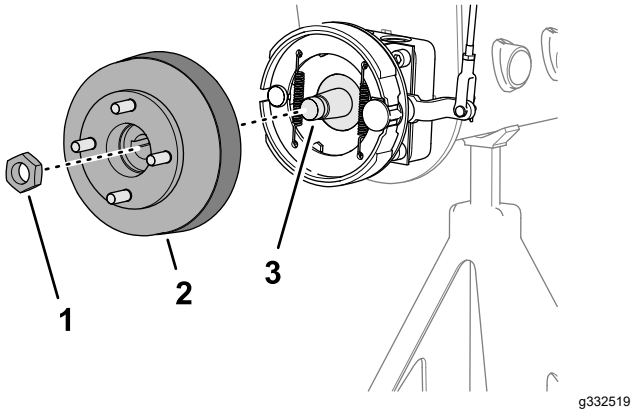
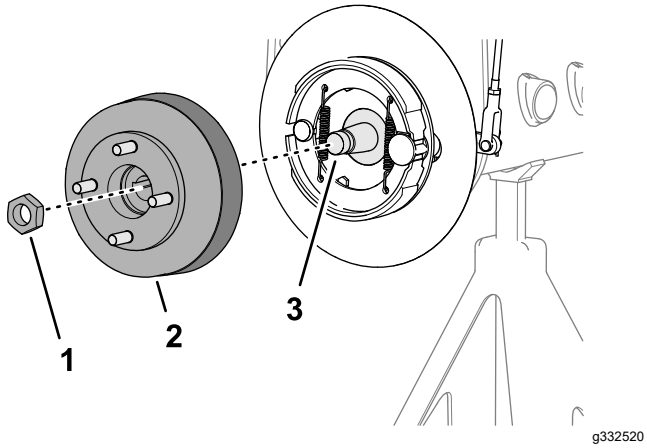

Figur 70
Figur 71
3. Montera hjulnavet och bromstrumman på hjulmotoraxeln (Figur 70 eller Figur 71).
4. Fäst hjulnavet på axeln med låsmuttern (Figur 70 eller Figur 71) och dra åt för hand.